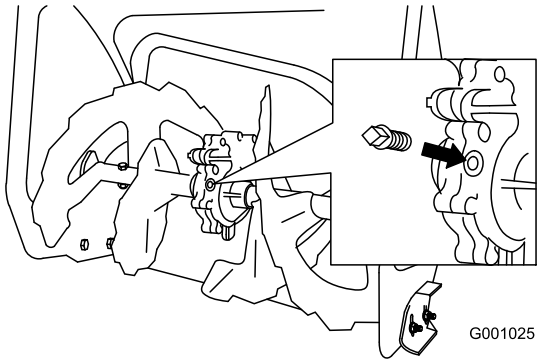

Figur 47
2. Rengjør området rundt rørpluggen (Figur 47).